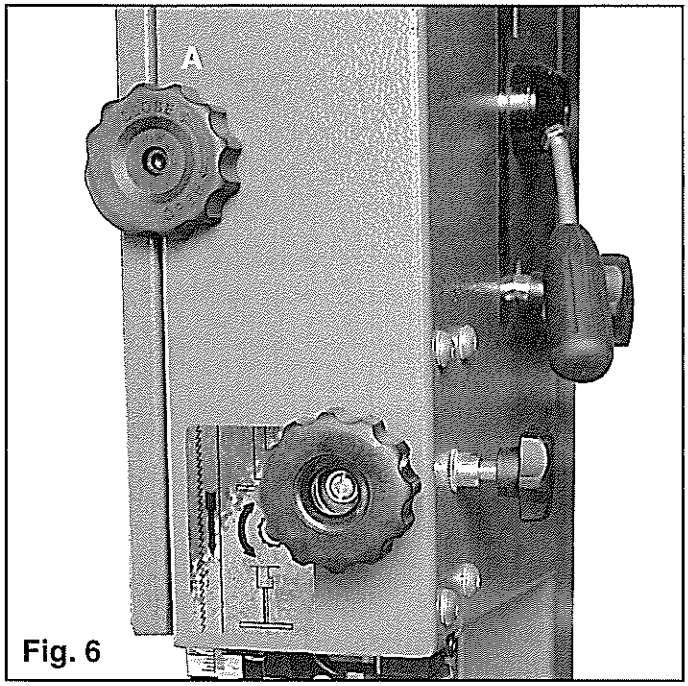

Fig. 6
• Open the wheel covers top and bottom, by turning side knobs Fig.6 A.